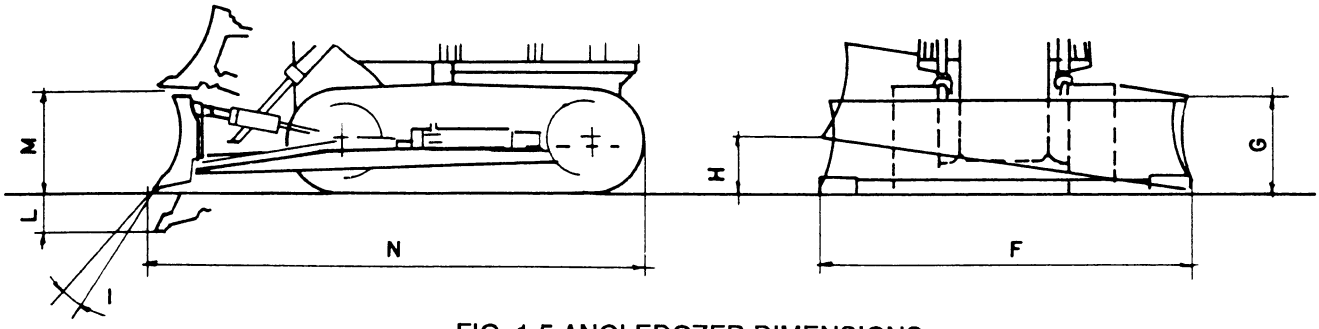

FIG. 1-5 ANGLEDOZER DIMENSIONS
1.9.3 TRACTOR WITH ANGLEDOZER (FIG. 1-5)